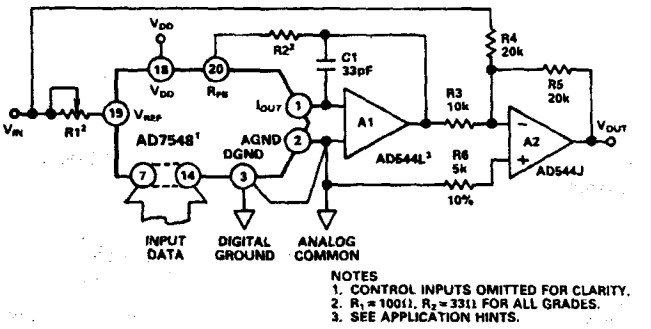

*Figure 7. Bipolar Operation (Offset Binary Coding)*
Figure 7 and Table II illustrate the recommended circuit and code relationship for bipolar operation. The circuit uses offset binary input coding. However, 2's complement coding can be accommodated if the MSB is inverted (done in software) before data is loaded into the DAC.
*Table II. Bipolar Code Table for Offset Binary Circuit of Figure 7*